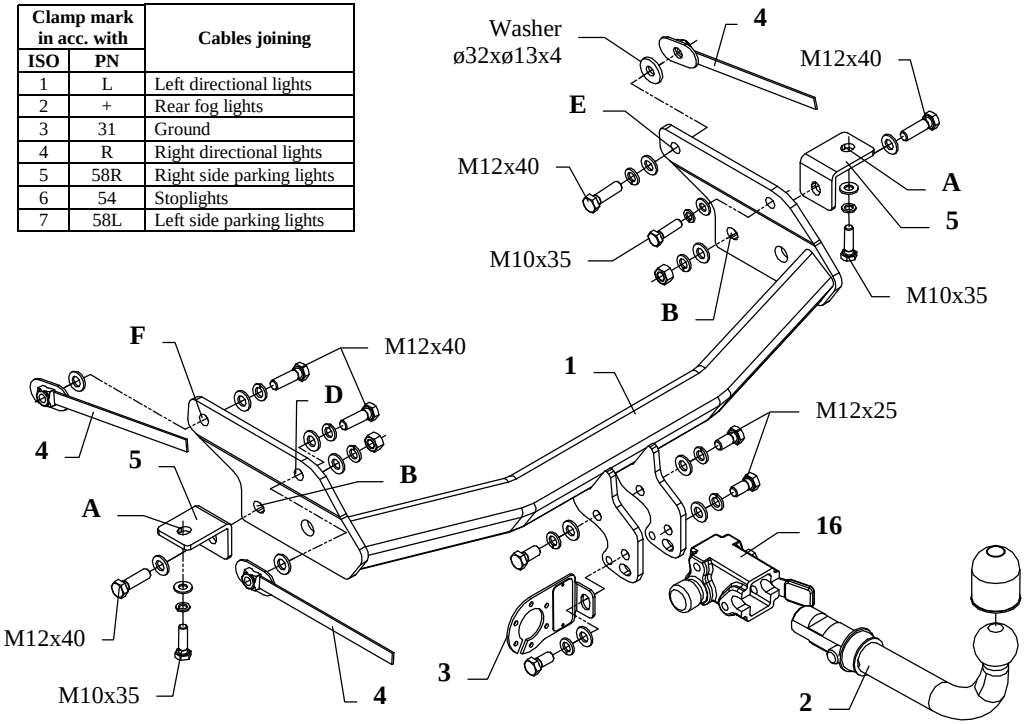

Fig. 1
3. Between installed angle bars put the main bar of the towing hitch (pos. 1) and fix using bolts M12x40mm (pos. 7) through holes (pos. B).
4. On the right side insert bolt M10x35mm in point (pos. C). On the left side insert bolt M12x40mm through hole (pos. D), use nut on the jib (pos. 4). Position the towing hitch horizontally. Drill holes (pos. E and F) in chassis members using bit ø13mm.
5. Fix the main bar of the towing hitch through holes (pos. E and F) using bolts M12x40mm and nuts on the jibs (pos. 4). On the left side remember about big washer ø32xø13x4mm (pos. 9), see figure 1.
6. Fix body of the automat (pos. 16) and the socket plate (pos. 3) using bolts M12x25mm (pos. 6) from accessories. Place tow-ball (pos. 2) according to supplied instruction.